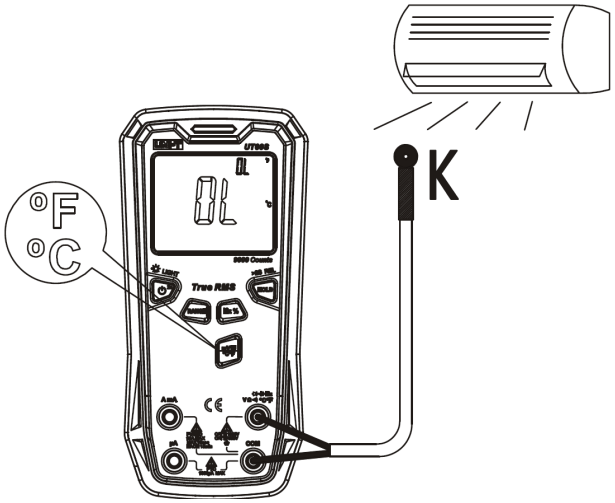

Figura 5
7. Medição da Temperatura (Figura 5)